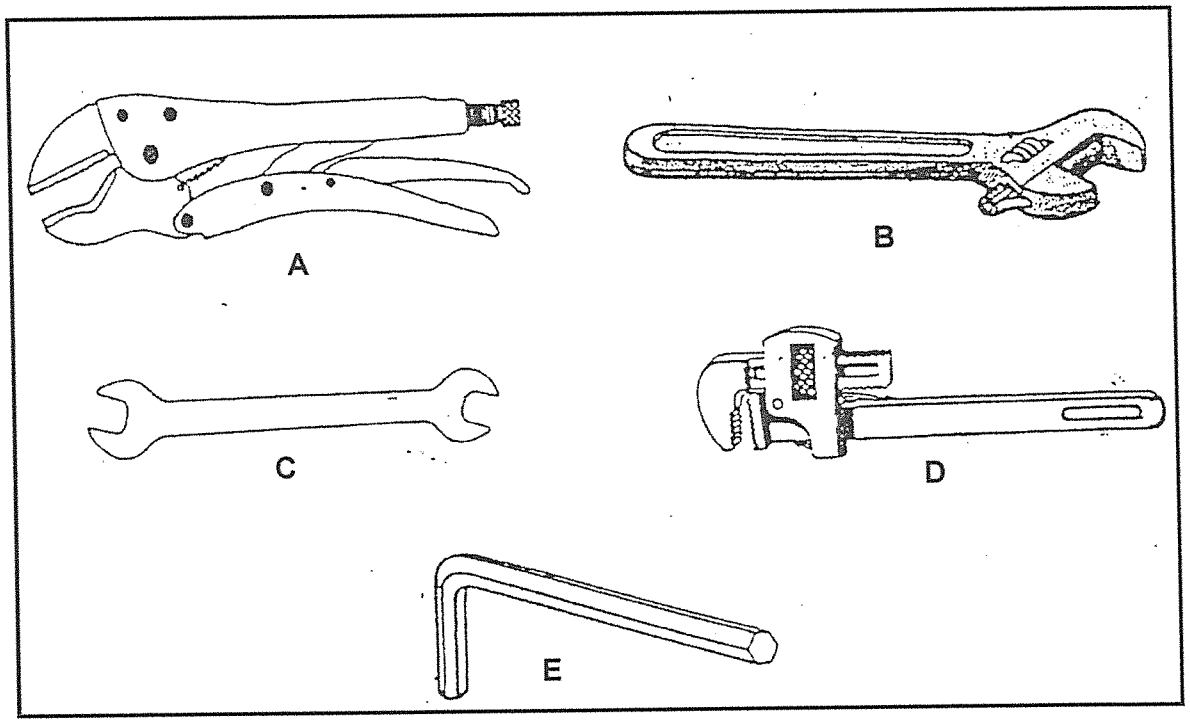

FIGURE 1
1.5 Write down the letters (A–E) in FIGURE 1 in the ANSWER BOOK and write only the name of the correct hand tool next to the letter (A–E).